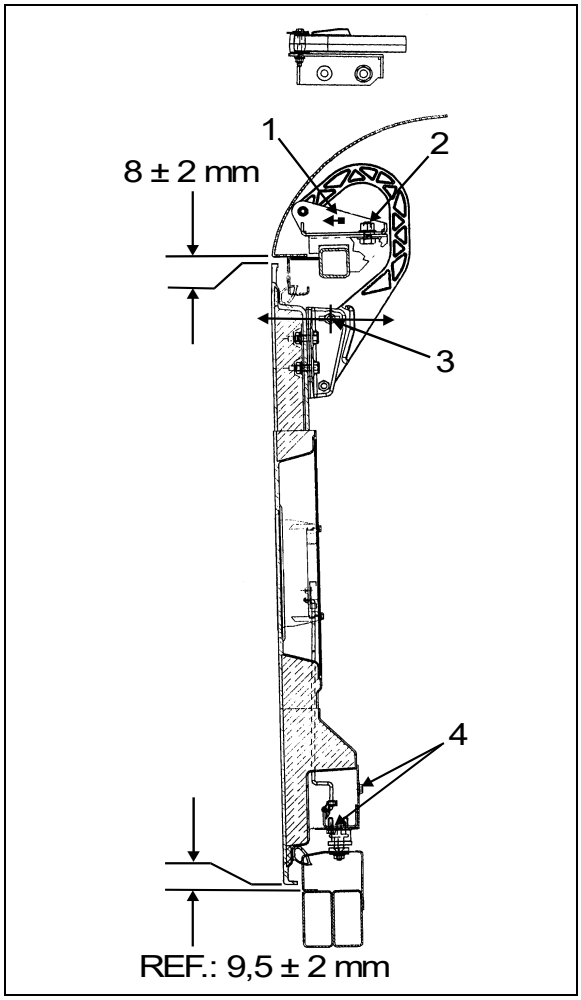

FIGURE 69: DOOR HINGE 18194
2. Loosen nut (2, Figure 69).
3. Move part (1, Figure 69), as close as possible to exterior of coach, so as to have enough clearance for proper door opening.
4. Tighten nut (2, Figure 69).
5. Loosen nut (3, Figure 69). Hinge allows the door to be shifted "IN or OUT".
6. Adjust door panel to have the same gap space as neighboring panels or refer to Figure 49 for specified gap space. Only if necessary, use the adjustment allowed by moving part 1, Figure 69.